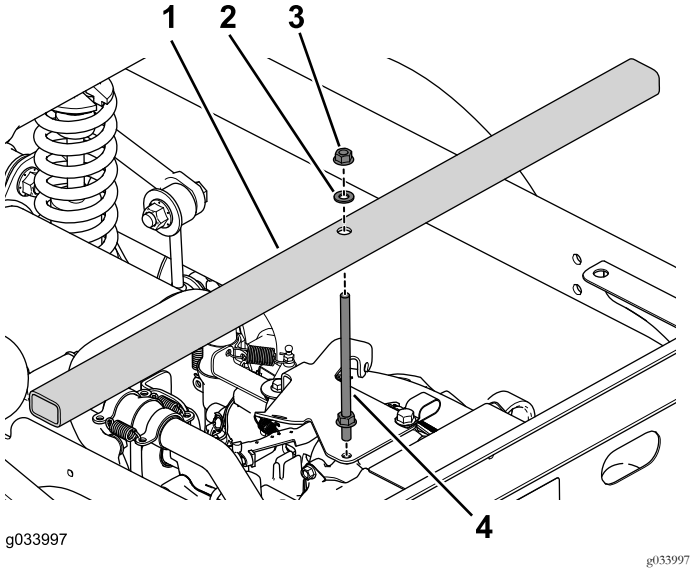

Figur 13
1. Fjern flensboltene på gasspakbraketten (Figur 13).
2. Bruk de to flensmutrene, skivene og gjengestangen for å montere brostøtten til motoren (Figur 13).